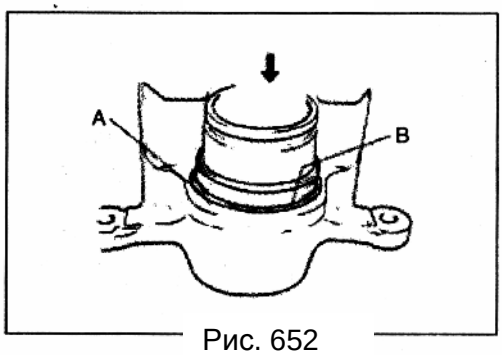

Рис. 652
**Сторона B пыльника должна быть на уровне со стороной A цилиндра (Рис. 652).**